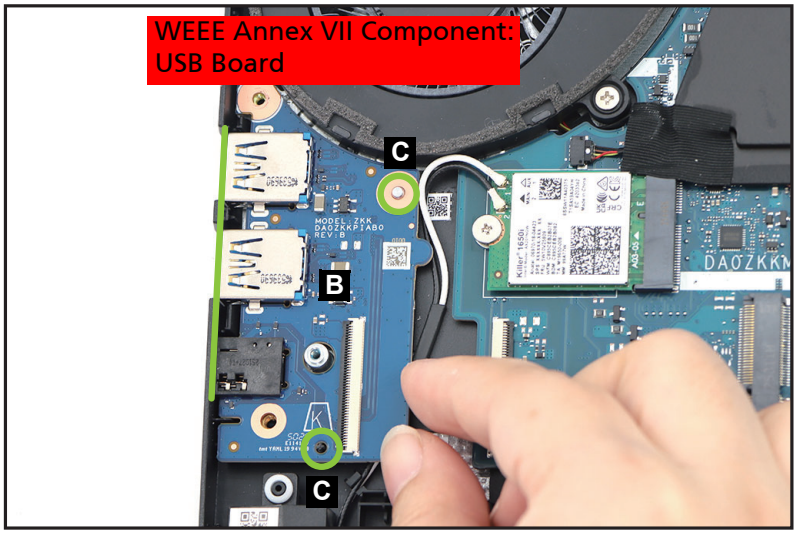

Figure 1-36. USB Board Removal
3. Release the USB board (B) from the I/O port slots and guide pins (C) on the top assembly (Figure 1-36). Then remove the USB board.